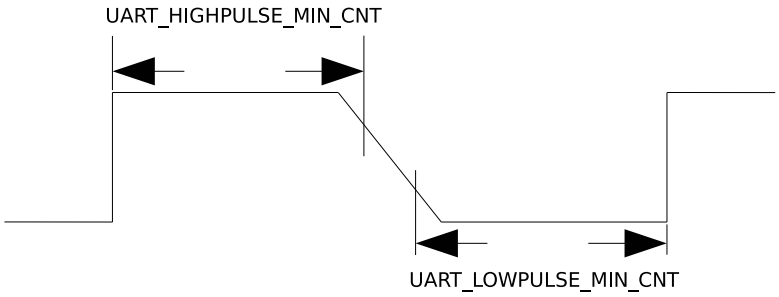

**图 27.4-2. UART 信号下降沿较差时序图**
2. 对于 UART 信号的下降沿信号比较差的情况，如图27.4-2所示，这时通过取 UART_LOWPULSE_MIN_CNT 与 UART_HIGHPULSE_MIN_CNT 的和平均得到的值不准确，可以通过 UART_POSEDGE_MIN_CNT 获取发送方波特率。计算公式如下：